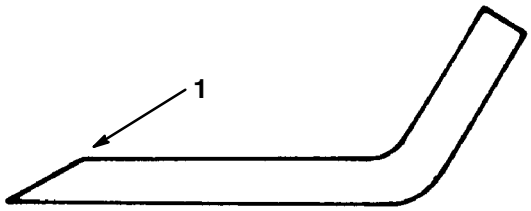

Figure 19
1. Au moyen d'une lime, aiguiser les arêtes de coupe aux deux bouts de la lame (Fig. 19) en veillant à conserver l'angle de coupe d'origine. Limer la même quantité de métal sur chacune des deux arêtes pour ne pas déséquilibrer la lame.